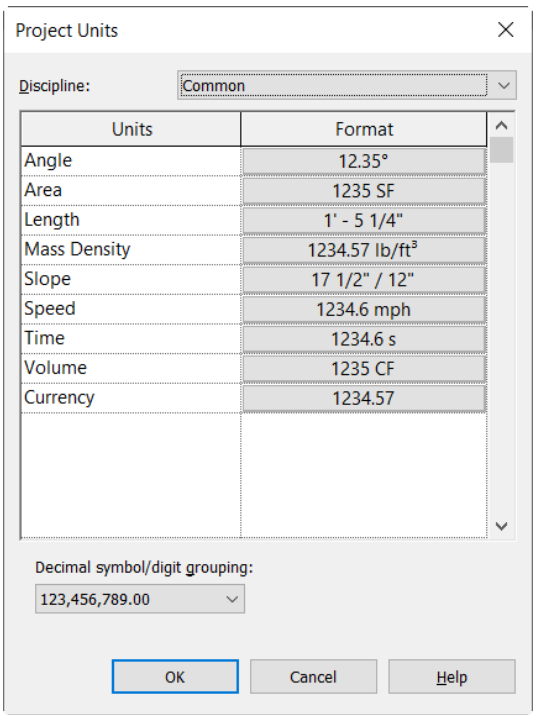

***Figure 2-39** The **Project Units** dialog box*
1. Choose the **Project Units** tool from the **Settings** panel of the **Manage** tab; the **Project Units** dialog box is displayed, as shown in Figure 2-39.